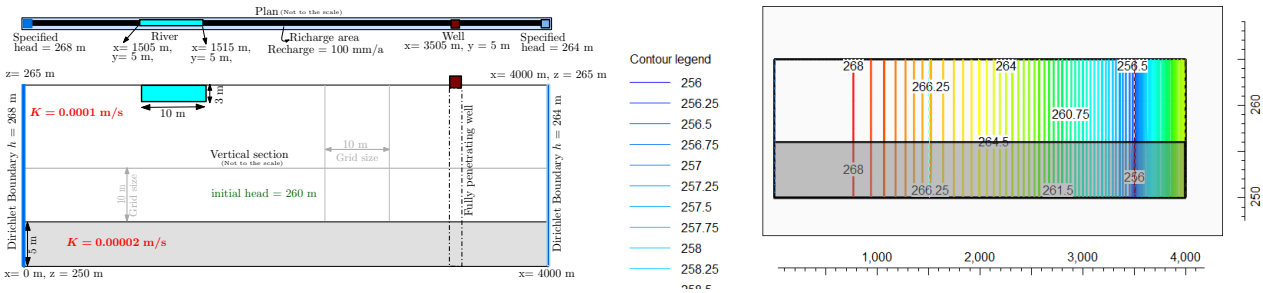

Figure 5: Left: The model domain with a river and a well, and Right: resulting hydraulic head isolines displaying the combined influence of river and a well
- ○ check hydraulic head isolines - the resulting plot should appear as in Figure 5